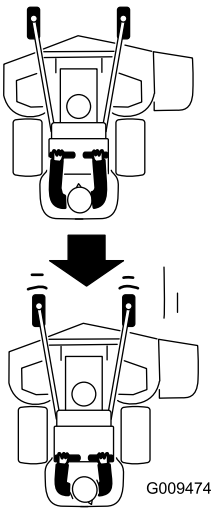

Figur 23
2. Flytta långsamt rörelsereglagespakarna bakåt (Figur 23).